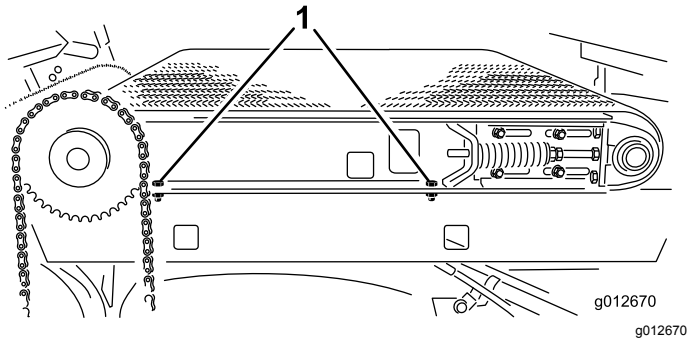

Figuur 31
2. Maak aan de rechterkant van de machine 2 inbusbouten vast waarmee de glijframerail is bevestigd aan het rechter spatscherm (Figuur 31).